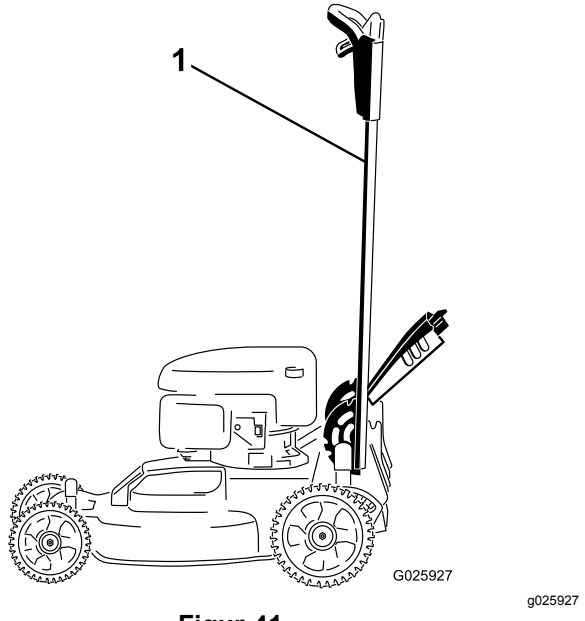

Figur 41
1. Lås håndtagene i den lodrette position (Figur 41); se Justering af håndtagets højde (side 11).